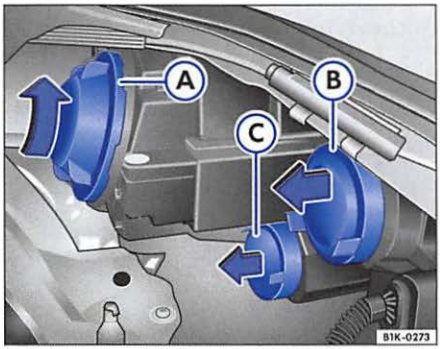

Fig. 38 Cover Ⓐ for low beam, cover Ⓑ for high beam and side light, cover Ⓒ for the turn signal
– Pull the rubber cover ⇒ fig. 38 Ⓒ off.